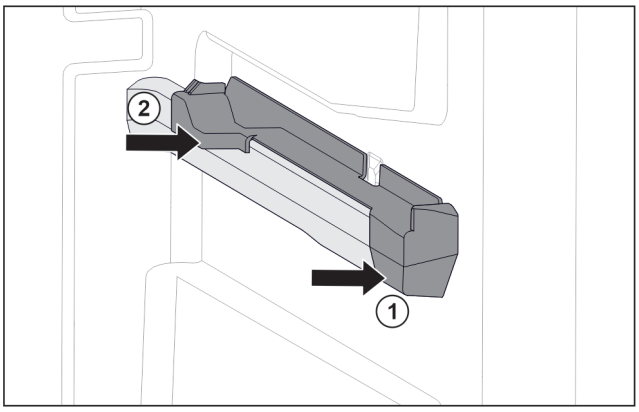

Fig. 132 Attachment on the right moulded rib
- ▶ Position attachment on moulded rib at the front. *Fig. 132 (1)*
- ▶ Press on attachment at the back. *Fig. 132 (2)*